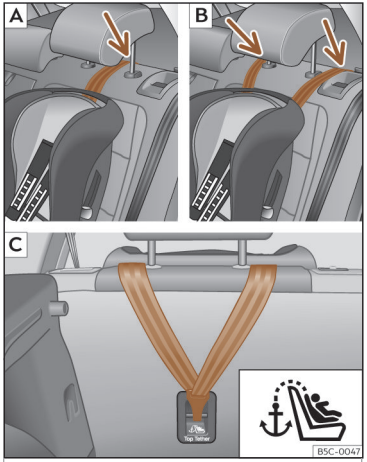
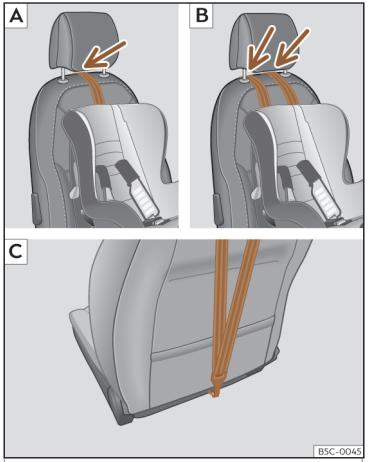

Fig. 29 Asientos traseros: ajuste y montaje en función del cinturón Top Tether.
Fig. 30 Asiento del acompañante: ajuste y montaje en función del cinturón Top Tether.
- Coloque la correa por debajo del apoyacabezas (en función de las instrucciones de la propia silla, levante o retire el apoyacabezas si fuera necesario)››› **fig. 29** A/B,››› **fig. 30** A/B.
- Deslice la correa y fíjela correctamente con el anclaje de la parte posterior del respaldo››› **fig. 29** C,››› **fig. 30** C.